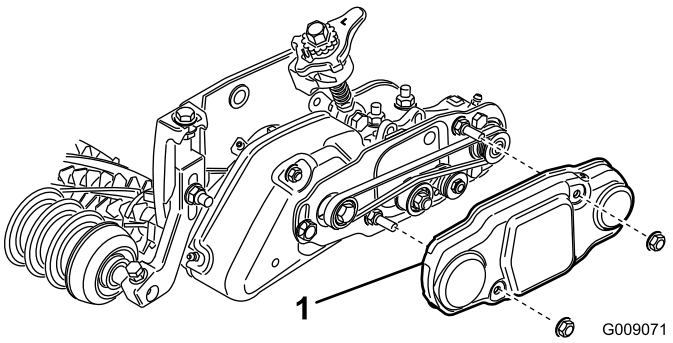

Bild 34
48. Schieben Sie die Riemenabdeckung auf die Befestigungsschrauben und befestigen Sie diese mit zwei Bundmuttern (Bild 34).